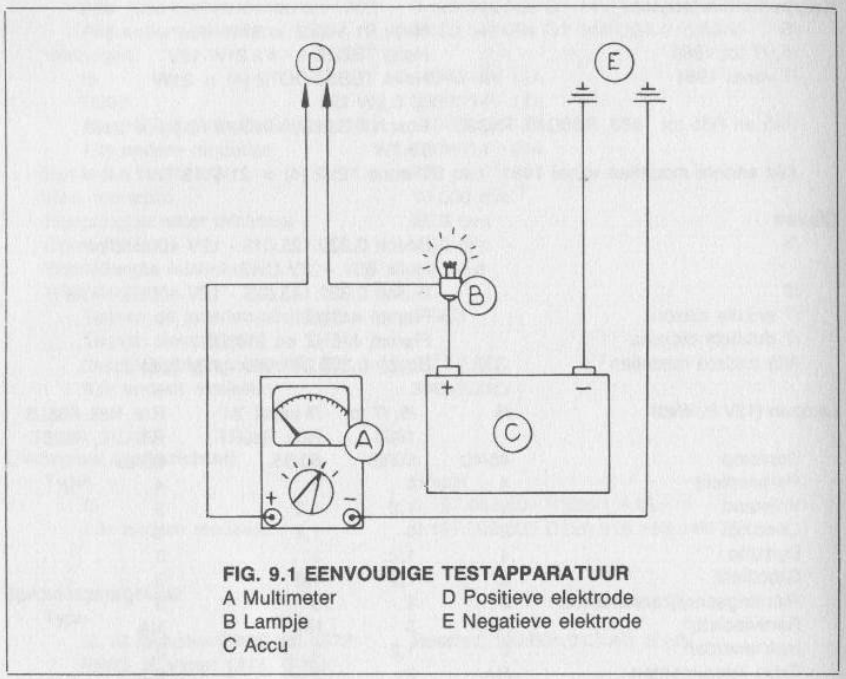

FIG. 9.1 EENVOUDIGE TESTAPPARATUUR
1. Ga eerst na of er geen draad gebroken of doorgeschuurd is en of alle stekkers goed vastzitten. Meet de draden door om te zien of ze nergens onderbroken zijn, wat van buitenaf soms niet vast te stellen is. Raadpleeg het testschema van fig.9.1. Corrosie van stekkers verhoogt de weerstand; maak ze schoon en doe er siliconenvet aan. Hetzelfde geldt voor de stuurschakelaars.